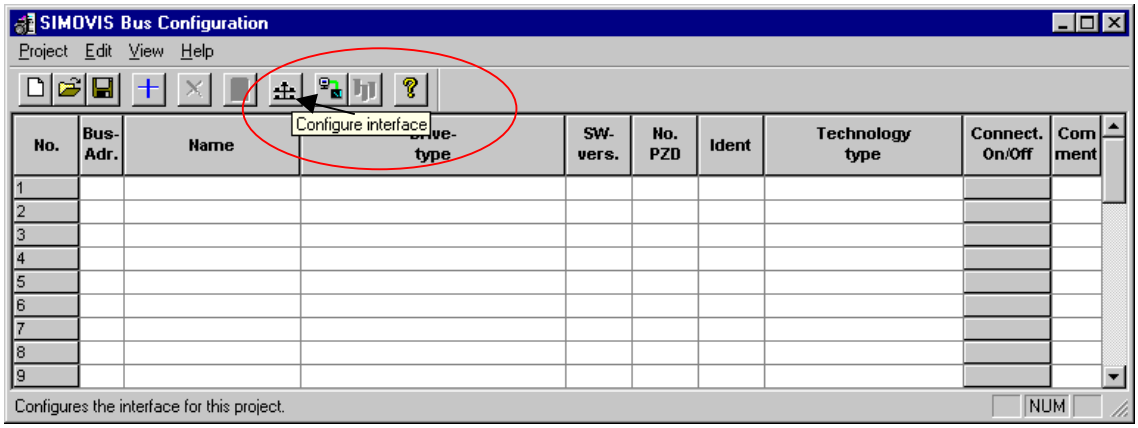
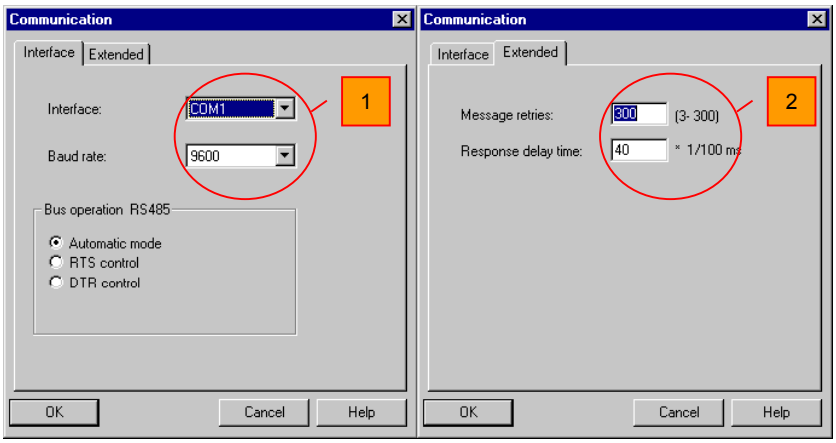

Fig. 5-10 Configuring the interface
Fig. 5-11 Communication
If the toolbar is being displayed, click on button *Configure interface* (see Fig. 5-10) or select the menu command *Edit → Interface*. In window "Communication" you can then specify the required COM interface of the PC (COM1 to COM4) and the required baudrate (see Fig. 5-11[1]).
- Request repetitions and response timeout on tab card "Extended", (see Fig. 5-11 [2]). Here, you can increase the values already set if communication errors occur frequently.